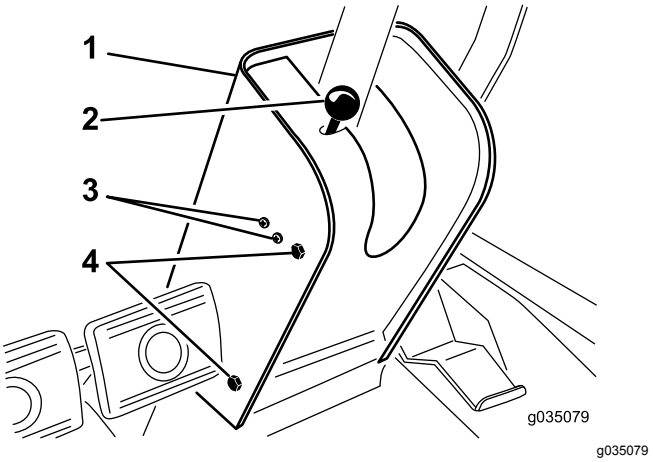

Figur 70
2. Fjern knappen fra stangen til parkeringsbremsen og skruerne fra ratstammekappen (Figur 70).
4. Løsn de skruer og møtrikker, der fastgør kontakten til parkeringsbremsen i venstre side af ratstammen (Figur 70).